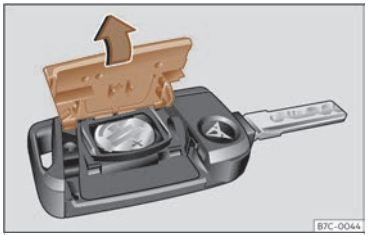

Fig. 43 Llave del vehículo: apertura de la tapa del compartimento para la pila.
- Retire la tapa en la parte trasera de la llave del vehículo en la dirección de la flecha ››› fig. 43 , ››› ⓘ .